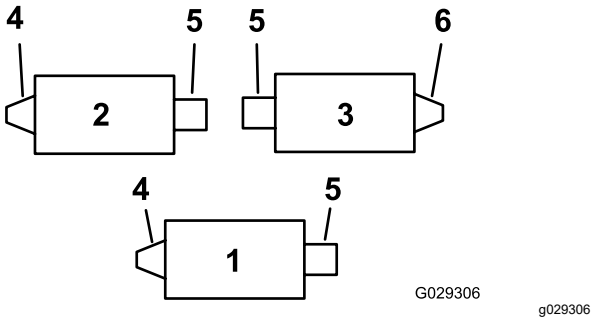
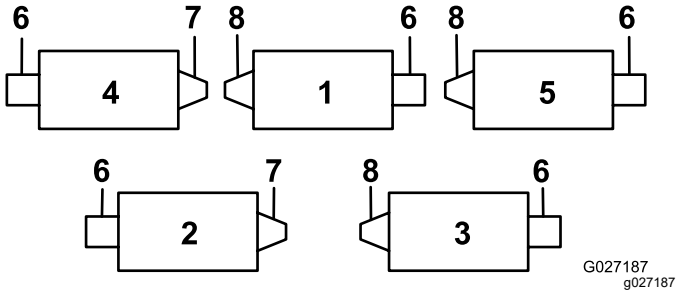
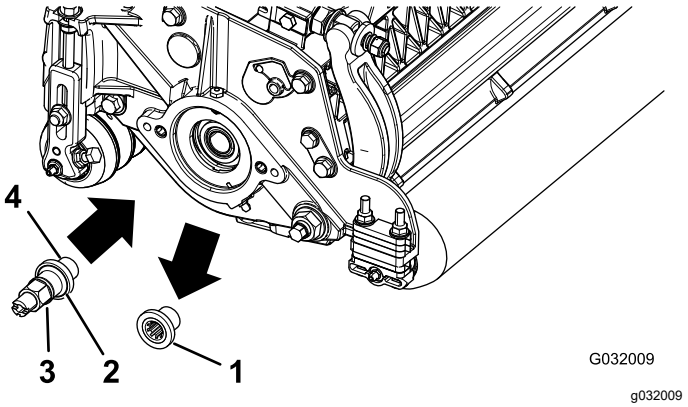
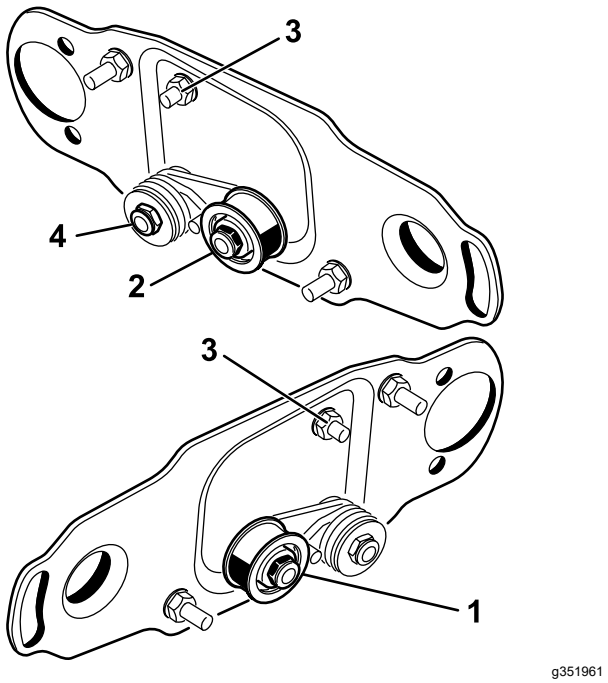

**Figur 1**
**Figur 2**
**Figur 3**
**Figur 6**
Använd Figur 1 för att bestämma rullborstarnas och cylindermotorernas placering för en Reelmaster 3100-D eller Figur 2 för en Reelmaster 7000-D.
2. Ta bort klippenhetens gängade insats för den bakre rullborstdrivningen (Figur 1 och Figur 2) och kassera den (Figur 3).
**Obs:** Vänstergängade insatser finns på Reelmaster 3100-klippenheterna 1 och 2 (Figur 1) och Reelmaster 7000-klippenheterna 1, 3 och 5 (Figur 2).
4. Stryk på gängtätningsmassa på drivaxelns gängor (Figur 3) och montera drivaxeln, dra åt till 115–128 Nm.
**Obs:** De högra drivenheterna finns på Reelmaster 3100-klippenhet 3 (Figur 1) och Reelmaster 7000-klippenheterna 2 och 4 (Figur 2).
För höger bakre rullborstdrivning (Figur 1 och Figur 2) sätter du tillbaka mellanremskiveenheten på klippenhetens **högra sida** (Figur 6) så här:
1. Ta bort mellanremskiveenheten från klippenhetens vänstra sida och fäst den i det nedre hålet på borstplåten på klippenhetens högra sida (Figur 6).
2. Ta bort vagnsskruven och muttern och flytta dem till det övre hålet där mellanremskiveenheten tidigare satt (Figur 6).